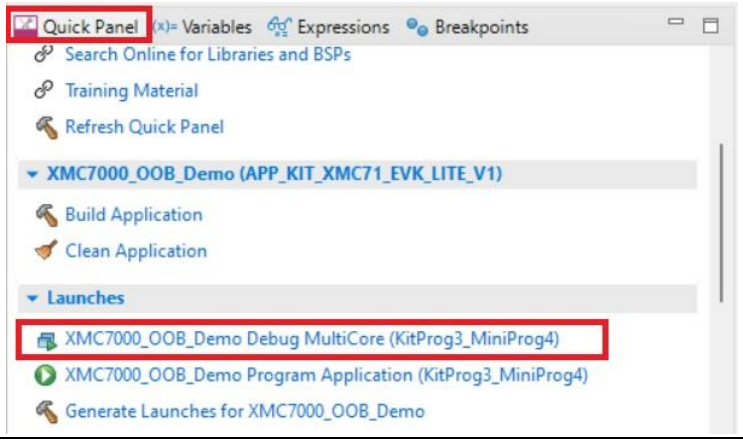

Figure 13 Debugging in ModusToolbox™
5. ModusToolbox™ software has an integrated debugger. To debug a XMC7100D application, in the Project Explorer, select **<App_Name>** project. In the Quick Panel, scroll to the **Launches** section and click the **<App_Name> Debug (KitProg3_MiniProg4)** configuration as shown in Figure 13. For more details, see the "Program and debug" section in the Eclipse IDE for ModusToolbox™ user guide.